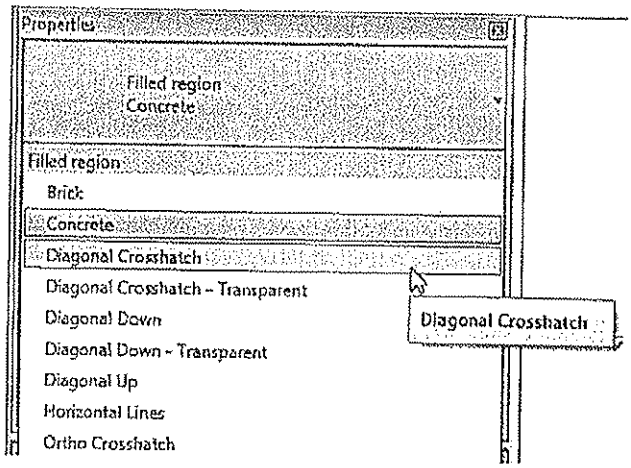

Figure 15–19
5. In the Type Selector, select the fill type, as shown in Figure 15–19.